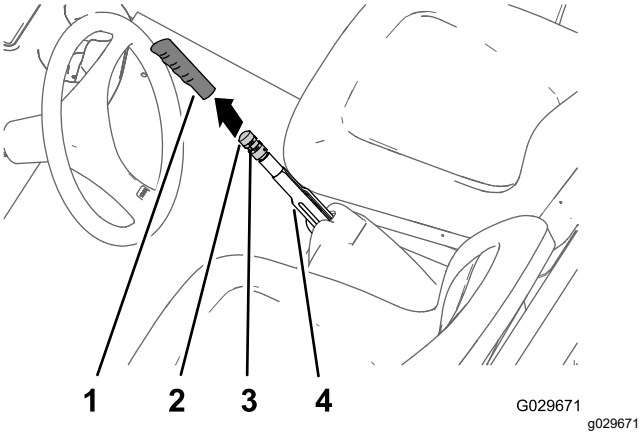

Figura 66
1. Retire la empuñadura de la palanca del freno de estacionamiento (Figura 66).
2. Afloje el tornillo de fijación que sujeta el pomo de ajuste del freno a la palanca del freno de estacionamiento (Figura 66).
3. Gire el pomo de ajuste del freno hasta que se requiera una fuerza de 133-156 N para accionar la palanca de freno de estacionamiento (Figura 66).
4. Apriete el tornillo de fijación e instale la empuñadura (Figura 66).
2. Afloje el tornillo de fijación (Figura 66) que sujeta el pomo de ajuste del freno a la palanca del freno de estacionamiento, quite el freno de estacionamiento y afloje el pomo de ajuste del freno.
5. Gire el pomo de ajuste del freno (Figura 66) hasta que se requiera una fuerza de 133-156 N para accionar la palanca de freno de estacionamiento.
C. Gire el pomo de ajuste del freno (Figura 66) hasta que se requiera una fuerza de 133-156 N para accionar la palanca de freno de estacionamiento.
- Apriete el tornillo de fijación e instale la empuñadura (Figura 66).